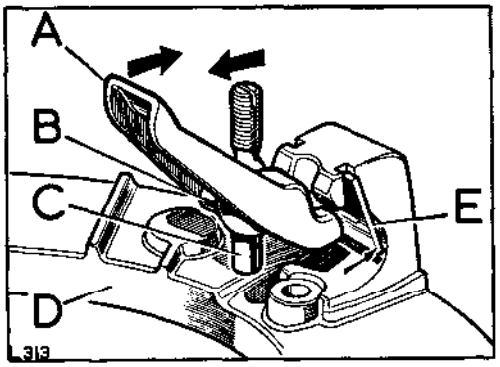

**Fig. B1-4. Release levers removal**
5. Fit the release lever strut to the release lever lug on the pressure plate and swivel the lower edge away from the eyebolt locating hole in the pressure plate. Hold the strut in this position. Fig. B1-4 refers.